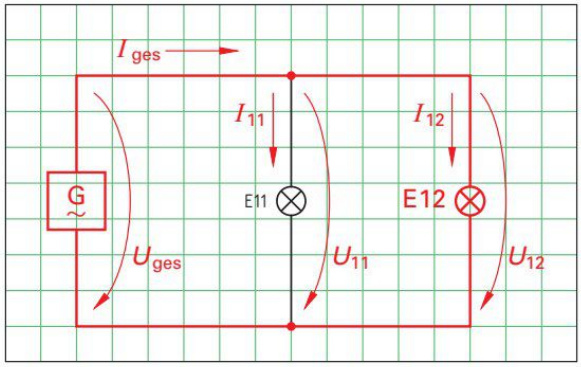

Bild 1: Lampenstromkreis Raum 1
1. Zeichnen Sie **(Bild 1)** für den Lampenstromkreis in Raum 1 den elektrischen Schaltplan mit den angegebenen Schaltzeichen **(Bild 2)**, bestehend aus Energiequelle (Spannungsquelle), Hin- und Rückleitung, Energiewandler (Lampe).
3. Tragen Sie im Schaltplan **(Bild 1)** die Gesamtspannung U_{ges}, die Teilspannungen U_{11} und U_{12} an den Lampen, den Gesamtstrom I_{ges} und die Teilströme I_{11} und I_{12} durch die Lampen mit Bezeichnungen und Pfeilen ein.
4. Vergleichen Sie in dem dargestellten Stromkreis **(Bild 1)** die Gesamtspannung mit den Teilspannungen. Welche Aussage können Sie über die Spannungen machen? Geben Sie einen Satz und eine Formel an.
5. Vergleichen Sie in dem dargestellten Stromkreis **(Bild 1)** den Gesamtstrom mit den Teilströmen. Welche Aussage können Sie über Gesamtstrom und Teilströme machen? Geben Sie einen Satz und eine Formel an.